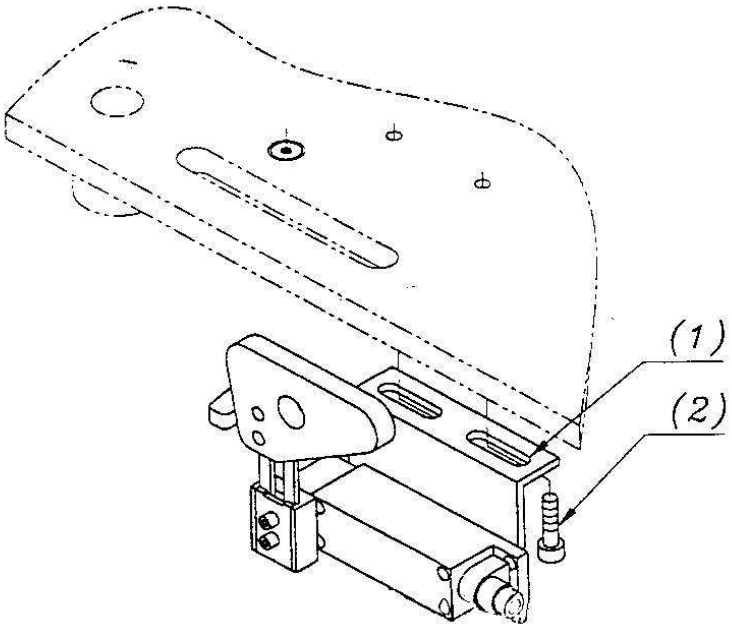

Fig. 11
(1) в случае работы с ножной педалью, измените время таймера на контрольной панели, чтобы решить эту проблему.
(2) В случае автоматического подрезания кромки (stroke switch control), необходимо отрегулировать положение концевика (stroke switch) – левее-правее. См. Fig. 11